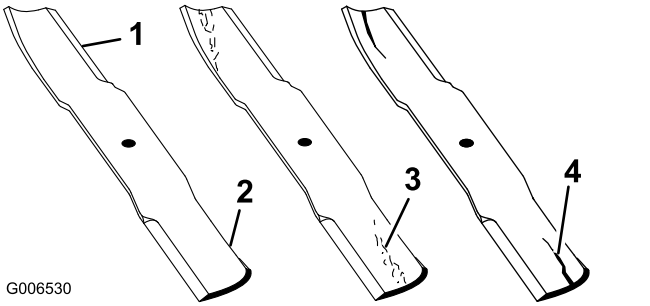

Figure 86
1. Examinez le tranchant des lames (Figure 86).
4. Remplacez immédiatement toute lame fendue, usée ou qui présente une entaille sur cette partie (Figure 86).